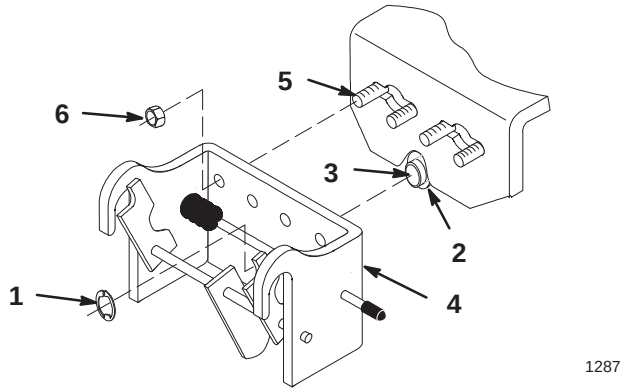

Figure 4
1. Remove E–ring and all washers except one thick washer from tractor front axle pivot pin. Discard unused washers. (Fig. 4). Remove muffler shield.
2. Install (4) 3/8–16 x 1” (25 mm) carriage bolts into keyhole slots in axle bracket. Install muffler shield and place front hitch onto the tractor securing with (4) 3/8” locknuts and previously removed E-ring (Fig. 4).